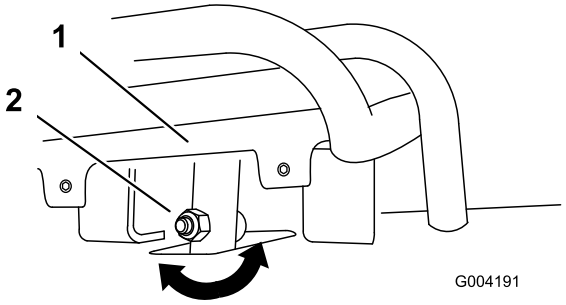
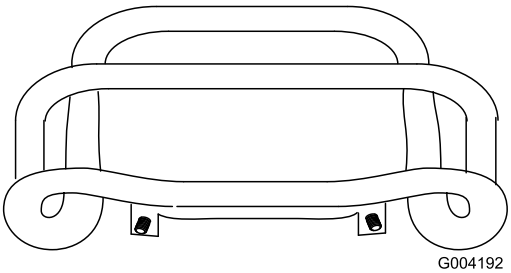

Figur 54
Figur 55
4. Om drivreglagets främre del inte ligger tätt intill och i rät vinkel mot referensstaven lossar du flänsmuttern och bulten på drivreglagets skaft (Figur 54).
5. Justera drivreglaget så att det ligger tätt intill mot referensstaven när det dras rakt bakåt (Figur 54 och Figur 55).
C. Lossa flänsmuttern och bulten på drivreglagets skaft (Figur 54).
I. Justera drivreglaget så att det ligger tätt intill mot referensstaven när det dras rakt bakåt (Figur 54 och Figur 55).